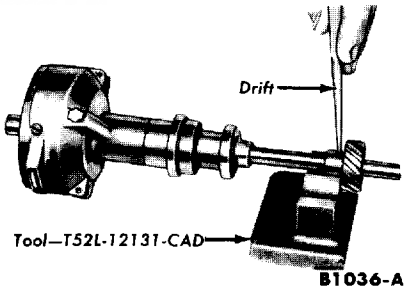
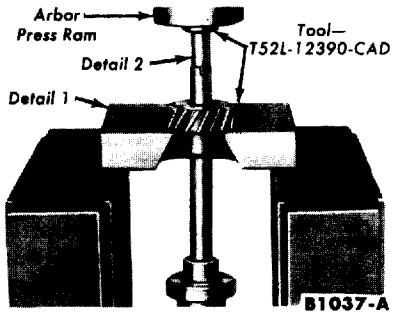

FIG. 6—Gear Pin Removal or Installation
FIG. 7—Gear Removal
13. **If the gear and shaft are to be used again, mark the gear and shaft so the pin holes can be easily aligned for assembly.** Remove the gear roll pin (Fig. 6), then remove the gear (Fig 7).
8. Remove the distributor from the press. Install the gear retaining pin (Fig. 6).